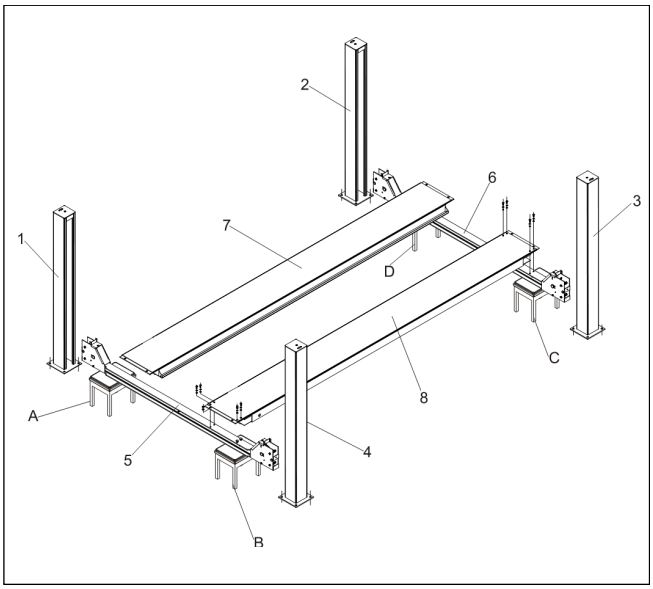

Rys. 32
1. Umieść 4 stojaki o tej samej wysokości i odpowiednio wytrzymałe, aby utrzymać obciążenie 250 kg każdy, w miejscu, w którym zamierzasz zainstalować windę. Umieść stojaki zgodnie z rysunkiem.***Rys. 32-A/B/C/D***.
2 - Wyjmij słupki z opakowania***(Rys. 32- 1/2/3/4)***wraz z ruchomą platformą***(Rys. 32 - 7)***, agregat hydrauliczny i akcesoria.
3 - Umieść platformę stałą***(Rys. 32-8)***na dwóch kozłach***(Rys. 32-B/C)***wraz z dwoma poprzeczkami***(Rys. 32-5/6)***.
4 - Zamontuj poprzeczkę***(Rys. 32-5)***na koźle***(Rys. 32-A)***i przymocuj go do stałej platformy***(Rys. 32-8)***.
Umieść słupki na końcu poprzeczek, zwracając uwagę na numerację i układ pokazany na rysunku. ***Rys. 32***.